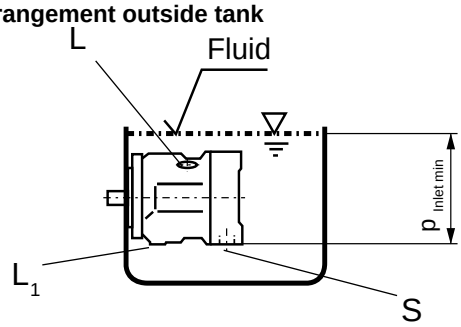

Fig. 3
a) If the minimum fluid level is above the top of the pump leave ports "L", "$L_1$" and “S” open (see Fig. 3)